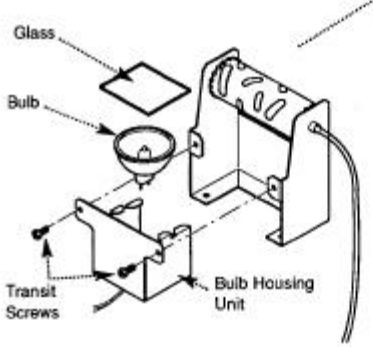

Fig. 61
11.13 Changing the Bulb and Glass (Fig. 61)